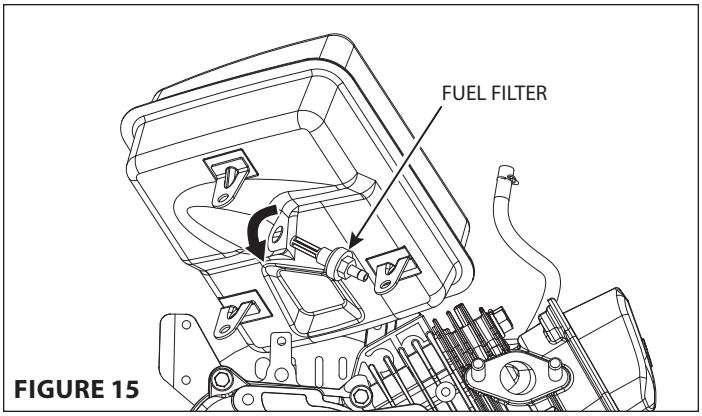

**FIGURE 15**
6. Remove fuel tank filter by using proper size socket to turn filter counter clockwise. **SEE FIGURE 15**